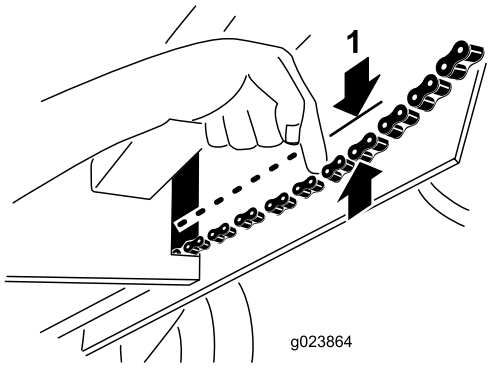

Figure 27
3. Exercez une charge de 9 kg (20 lb) sur chaque chaîne près de l'ouverture du cadre (Figure 27). Si la chaîne fléchit de plus de 3 mm (1/8 po), tendez-la comme suit :